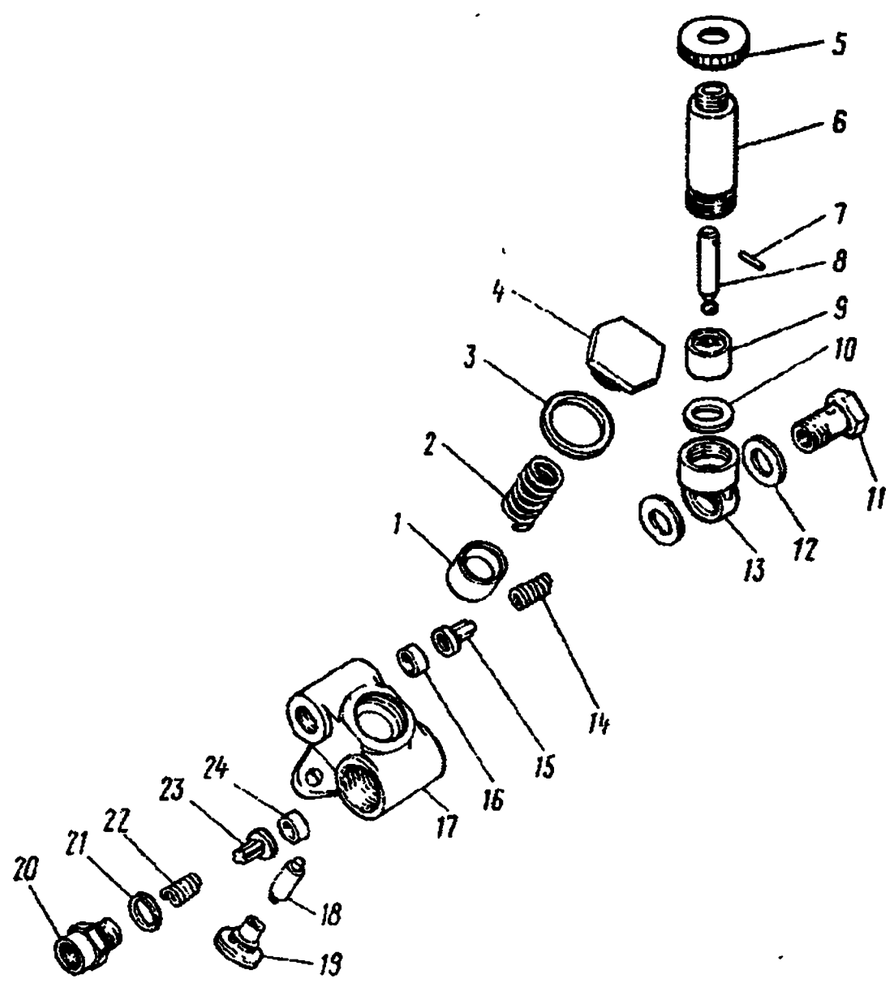

Рис. 90. Насос топливоподкачивающий:
35. Выверните пробку *4* (рис. 90) пружины, снимите прокладку *3*, выньте пружину *2* и поршень *1* топливного насоса.	Ключ 32 мм, пинцет
42. Установите корпус *17* (см. рис. 90) топливоподкачивающего насоса в приспособление	Приспособление